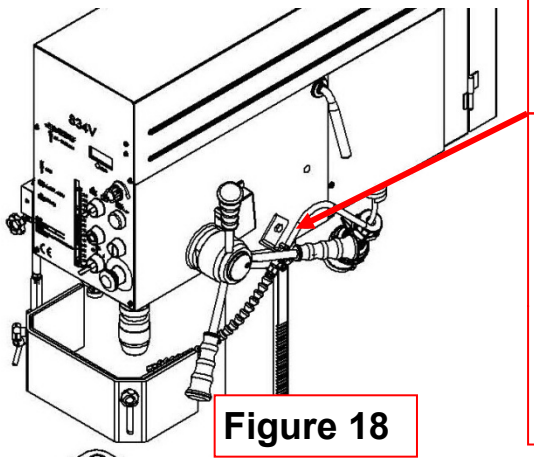

Figure 18
6. Veuillez ouvrir la vanne de sortie deau et régler un volume de sortie deau adéquat après lalimentation électrique. **(Figure 18)**